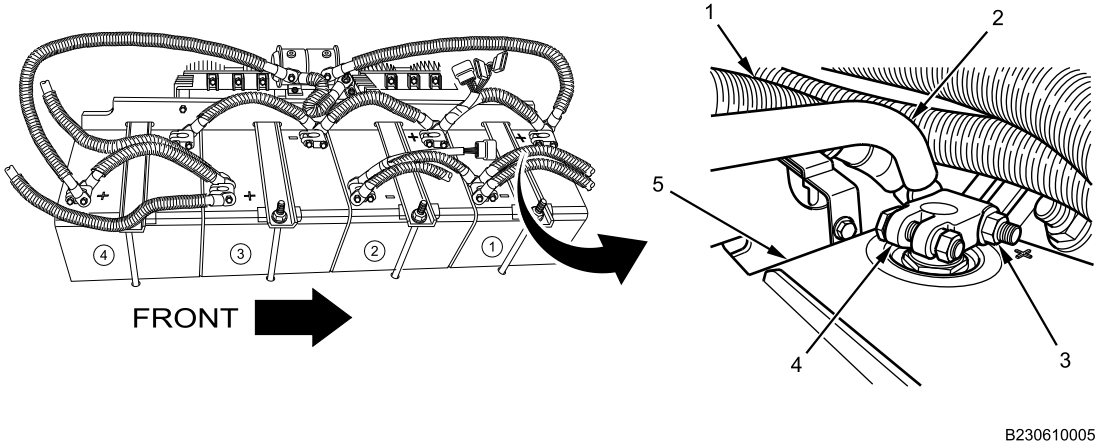

Figure 7. Battery 1 Positive Connections.
1. Install clean-power cable terminal (Figure 7, Item 2), 12V battery disconnect solenoid switch terminal (Figure 7, Item 1), and terminal bolt on positive stud adapter clamp (Figure 7, Item 4) on battery 1 (Figure 7, Item 5).
2. Install nut (Figure 7, Item 3) on terminal bolt on battery 1 positive stud adapter clamp (Figure 7, Item 4) and tighten securely.